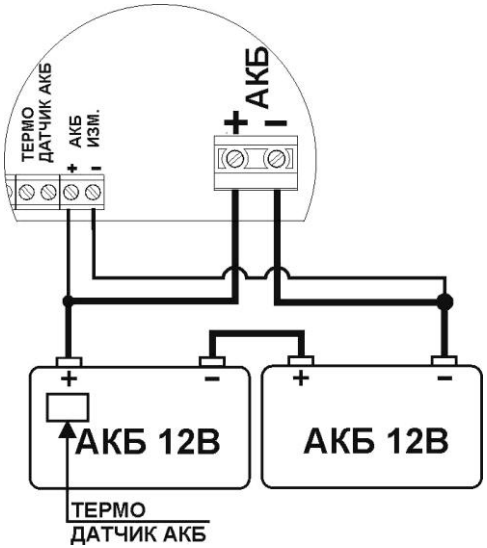

Рисунок 5 - Схема соединения аккумуляторов
- подключите АКБ состоящую из 2-х батарей соединённых последовательно к изделию, соблюдая полярность, кабели для подключения АКБ (см. рисунок 5) входят в комплект поставки;